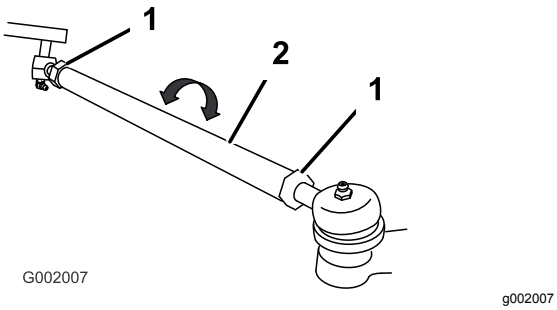

Figur 51
5. Hvis målingen ikke falder inden for de specificerede mål, skal kontramøtrikkerne løsnes i begge ender af forbindelsesstængerne (Figur 51).